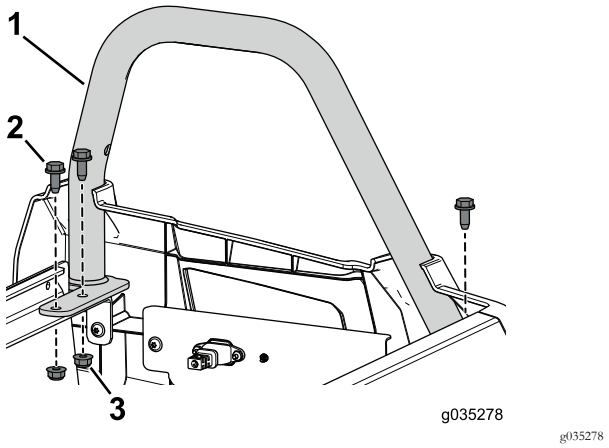

Figur 90
12. Sätt fast det bakre vänstra höftskyddet på sätessockeln med de tre flänsskruvarna (3/16 x 3/4 tum) och flänsmuttrarna som du tog bort tidigare (Figur 90).